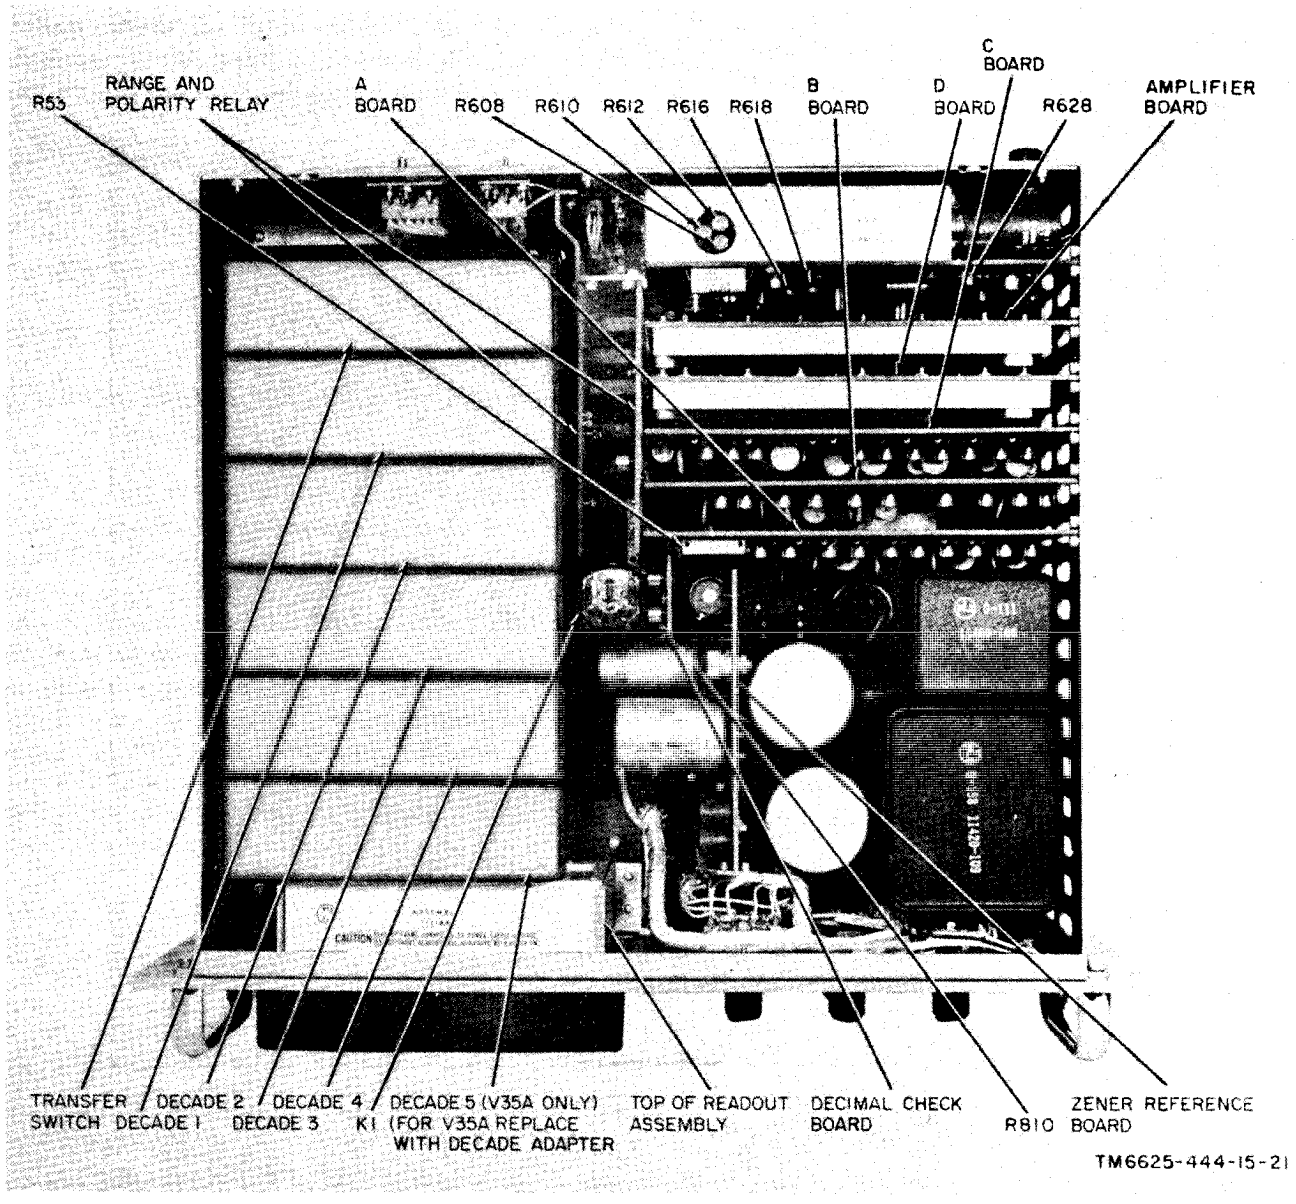

Figure 6-1. Digital Voltmeter AN/GSM-64 plug-in board assembly and adjustment control locations.
a. General. The trouble may be localized by systematically replacing existing boards with spare boards until the trouble is remedied (fig. 6-1). If no spare boards are available, use the troubleshooting chart *(e* below). In the troubleshooting chart, procedures are outlined for checking the front panel controls, sectionalizing troubles to the digital or analog section, and localizing troubles to an assembly within one of the two sections.
(1) The digital section cosists of the following assemblies:
(1) Remove the top cover and the amplifier board (fig. 6-1).
(2) Insert the dummy amplifier in place of the amplifier board,
(3) Set the function switch to DC, the mode switch to STANDBY, and the power switch to ON.